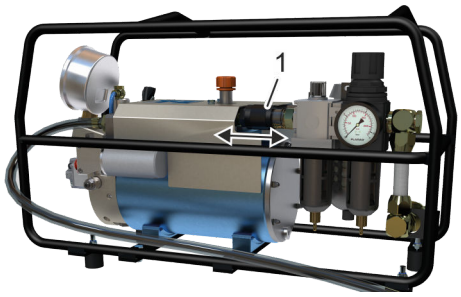

Abb. 20: Schiebeventil
2. Schiebeventil (Abb. 20/1) öffnen.